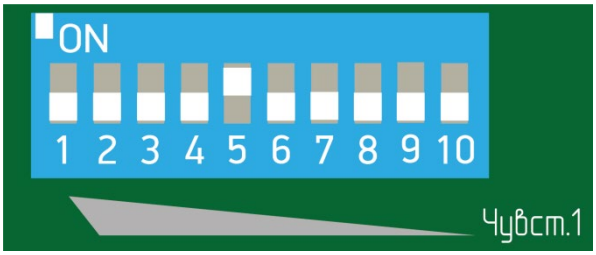

Рисунок 7.30
– установить флажок 5 переключателя регулировки чувствительности БОС в положение «ON» (верхнее положение), все остальные флажки в нижнее положение (рисунок 7.30);